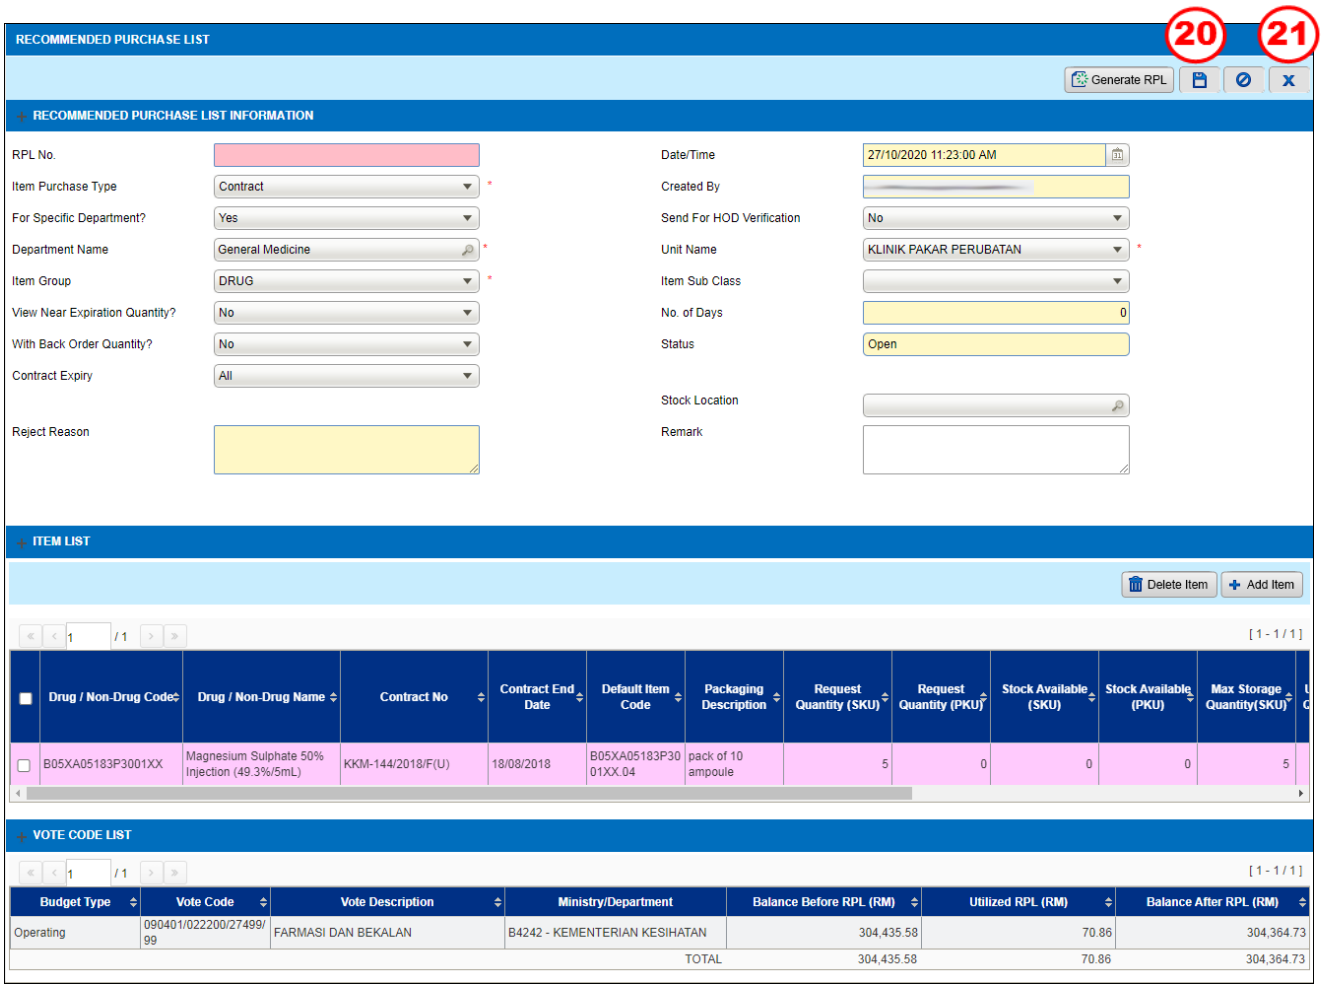

Figure 3.3-8 Save Record
- *User will be redirected to the Recommended Purchase List Information screen as shown in Figure 3.3-8*